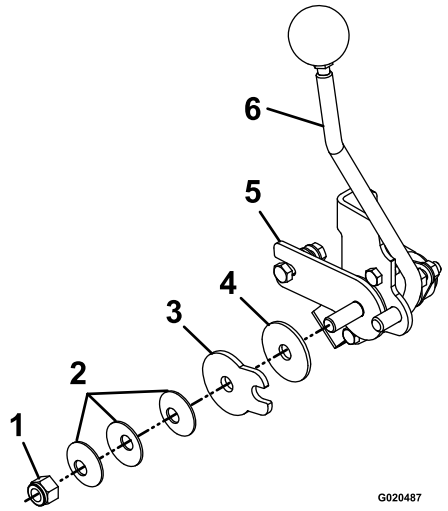

Figur 62
3. Du kan justere spenningen ved å justere svingmutteren som er plassert på enden av bevegelseskontrollakselen foran den høyre konsollen (Figur 62).